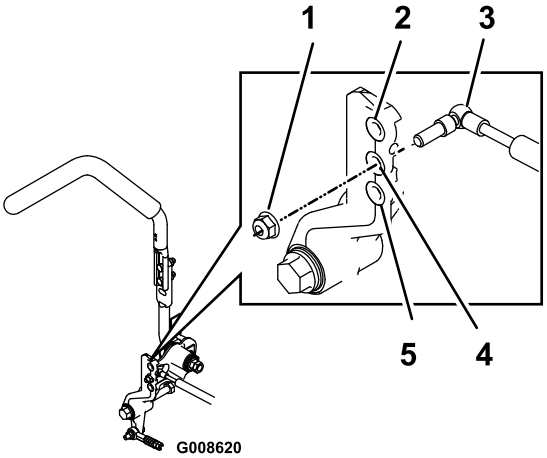

**Figur 64**
2. Lossa låsmuttern, flytta motviktens fästskruv till önskat läge och montera låsmuttern. I Figur 64 visas de olika monteringsalternativen.